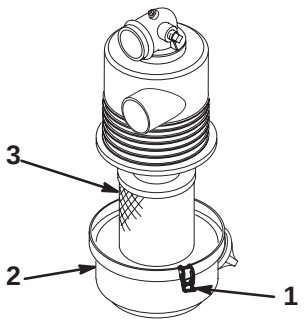

Figur 28
3. Frigör spärrhakarna som fäster luftrenarkåpan till luftrenaren. Skilj kåpan från luftrenaren. Rengör luftrenarkåpan invändigt (figur 28).
4. Skjut försiktigt ut filtret ur luftrenarstommen för att minska den mängd damm som drivs ut (figur 28). Undvik att knacka filtret mot luftrenaren.